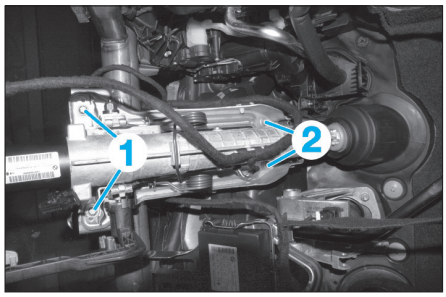
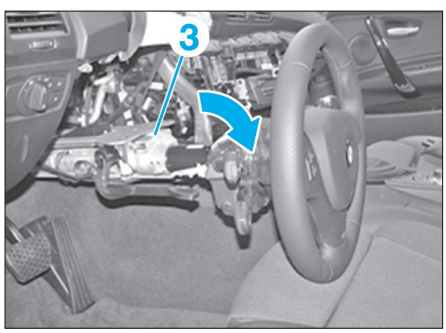

Fig. 14
Fig. 15
• Déposer les vis (1) **(Fig.14)**.
• Caler la colonne de direction, puis déposer les vis (2).
• Abaisser la colonne de direction complète (3) jusqu'à ce que le volant repose sur le siège conducteur **(Fig.15)**.